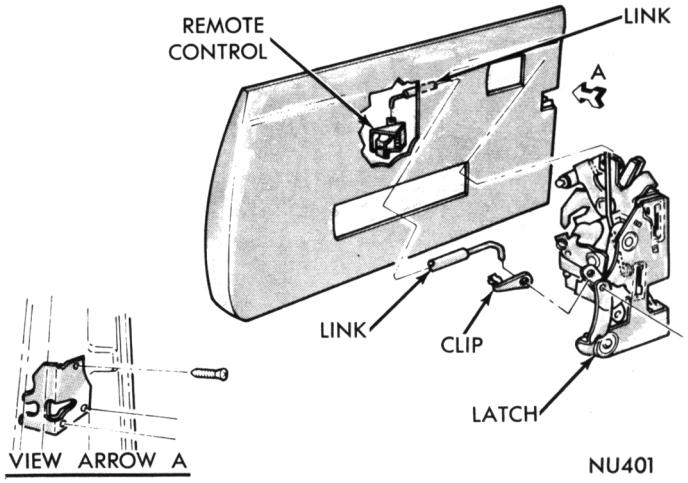

Fig. 17—Door Lock and Control
(1) Disconnect handle to latch link (Fig. 17) from latch by pulling link outward.
(2) Disconnect locking lever rod (front door only) from latch.
(3) Disconnect control rod from latch.
(4) Remove latch to door screws.
(5) Rotate latch and disconnect remote control link when removing.
(6) Lubricate all moving points of latch.